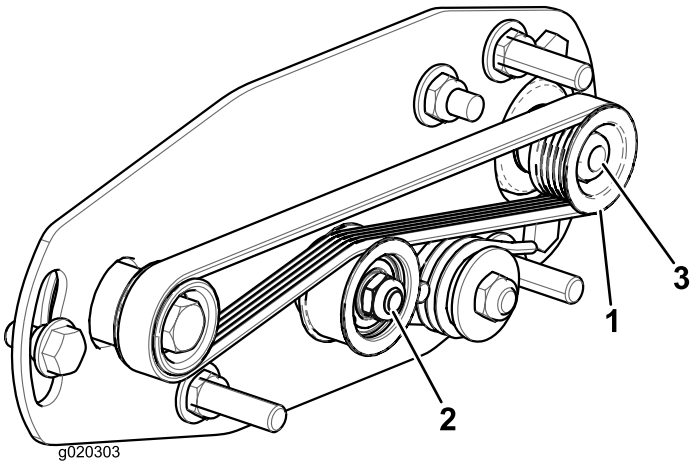
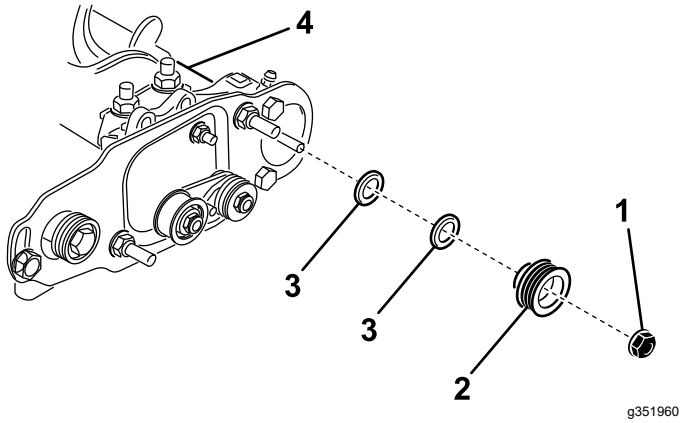

Bild 24
Bild 25
Hinweis: Die Antriebsriemenscheibe (an der Rollenbürstenwelle) kann nach innen und außen bewegt werden (Bild 24).
2. Drehen Sie die Spindel, die die Antriebsscheibe dreht, und drücken Sie gleichzeitig den Riemen von der Antriebsscheibe (Bild 24)
3. Entfernen Sie die Sicherungsmutter, mit der die Antriebsriemenscheibe an der Bürstenwelle befestigt ist (Bild 24 oder Bild 25).
4. Nehmen Sie die Antriebsriemenscheibe von der Welle (Bild 25).
5. Wenn die Scheibe nach außen bewegt werden muss, legen Sie eine 0,8 mm dicke Scheibe auf (Bild 25).